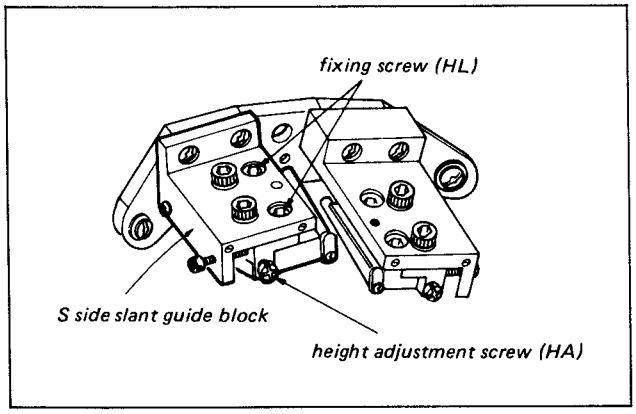

Fig. 10-11. Height adjustment ("S" side guide block)
6. Loosen the two "HL" screws shown in Fig. 10-11, 1/2 turn.